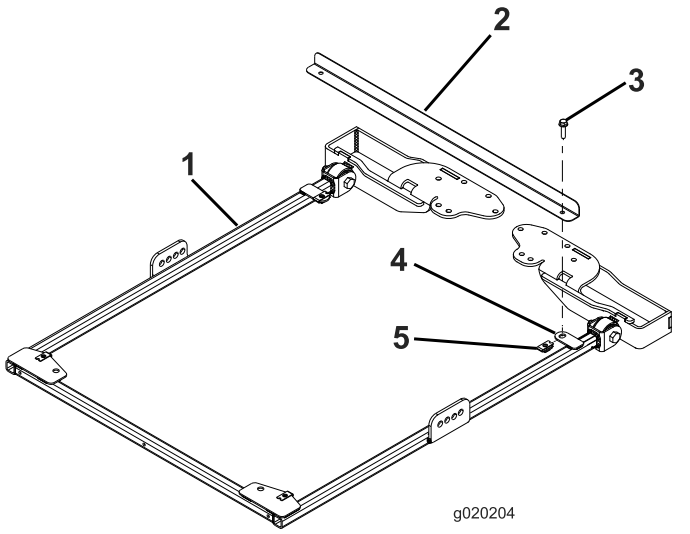

Bild 17
1. Zum richtigen Ausfluchten des Rahmens befestigen Sie die Rahmenausfluchtungsstange mit zwei Bundkopfschrauben (5/16" x 1¼") an den Befestigungsnasen hinten am Sonnendachrahmen, wie in Bild 17 abgebildet.